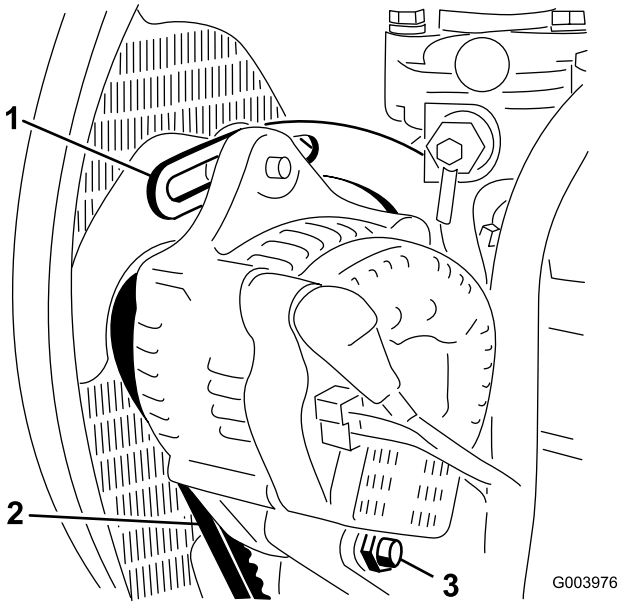

Figura 49
2. Verifique tensão da correia do alternador, premindo-a (Figura 49) até metade entre as polias do alternador e do cárter com uma força de 10 kg.
3. Desaperte o parafuso que segura a braçadeira ao motor (Figura 49), o parafuso que segura o alternador à braçadeira e o parafuso de articulação.